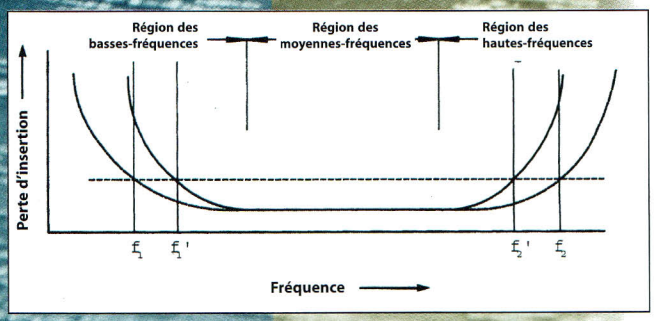

*Fig. 1— Courbe montrant les pertes d'insertion par rapport à la fréquence dans le cadre d'un transformateur large-bande.*
La **Figure 1**, par exemple, montre le contenu fréquentiel d'une impulsion modulée par un simple signal AM. Dans ce cas, les bandes latérales AM sont presque complètement masquées par le ***"bruit"*** spectral de l'enveloppe de l'impulsion. L'analyse de spectre à déclenchement de fenêtre temporelle permet l'analyse des contenus de l'impulsion sans les effets de l'enveloppe de l'impulsion elle-même.
▲ ***Figure 1. Signal détecté avant sélection de fenêtre temporelle.***
▲ *Figure 1. Réglage bande de résolution*
Pour faire des mesures de modulation AM en utilisant l'excursion zéro, la fréquence centrale de l'analyseur est réglée sur la fréquence de la porteuse AM, tandis que la bande passante de résolution est réglée de façon à laisser passer sans atténuation les bandes latérales, comme illustré sur la **Figure 1.**
▲ *Figure 1. Lignes limites*
La figure 1 montre les performances d'un transformateur large-bande par comparaison avec les pertes d'insertion à différentes fréquences.
*Fig. 3— Circuit équivalent simplifié d'un transformateur large-bande. On a : $C_d=C_1+C_2'$ ; $R_c=R_1+R_2'$ ; $L_1=L_{l1}+L_{l2}'$. Pour les autres paramètres, voir la fig. 1 ci-dessus.*